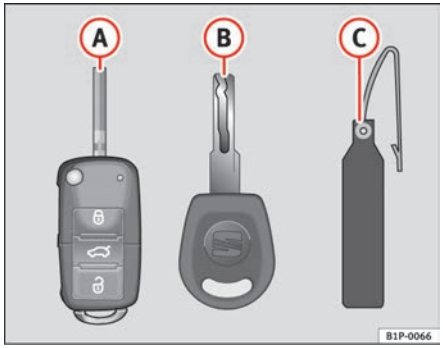

Fig. 62 Set of keys
- one remote control key ⇒ fig. 62 (A) with folding key bit,
- one key without remote control (B),
- one plastic key tab (C) with the key number.
Duplicate keys are only issued with the key number on the key tab ⇒ fig. 62 (B). Therefore:
– Use both keys that have been delivered with the vehicle ⇒ page 99, fig. 62, the key fitted with the remote control (A) and the normal key (B).